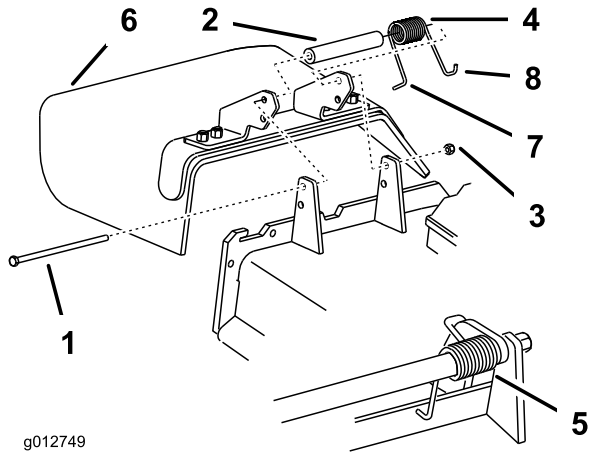

Figur 88
1. Ta bort låsmuttern, bulten, fjädern och distansbrickan som håller fast gräsriktaren på tappfästena (Figur 88). Ta bort den skadade eller slitna gräsriktaren.
Obs: Se till att fjäderns **L**-formade ände sitter bakom däckkanten innan du monterar bulten i enlighet med Figur 88.
3. Montera bulten och muttern. Placera fjäderns **J**-formade ände runt gräsriktaren (Figur 88).